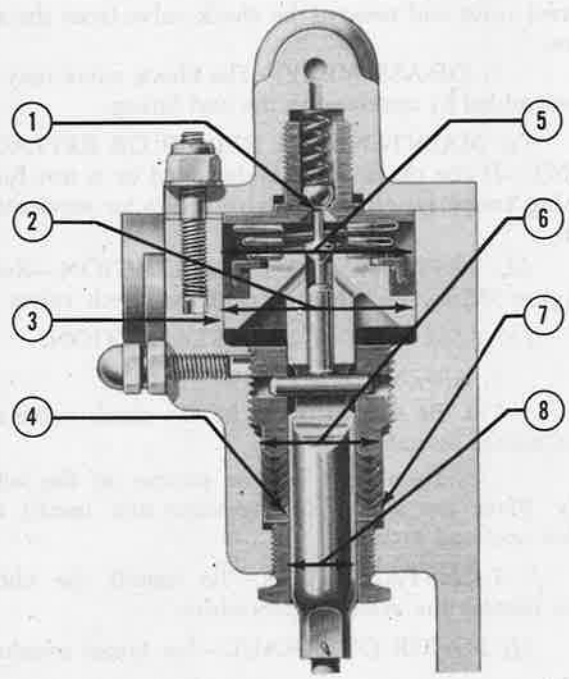

Figure 411—Rework Tolerances of Brake Control Valve
2. Refer to figure 411 for rework tolerances.